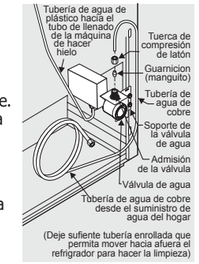

figura 1
4. **Si usa tubería de cobre** - deslice la tuerca de compresión de latón, luego la férula (manguito) en la línea de suministro de agua. Empuje la línea de suministro de agua en la entrada de la válvula de agua hasta el tope (¼ de pulgada / 6.4 mm). Deslice la férula (manguito) en la entrada de la válvula y apriete a mano la tuerca de compresión en la válvula. Aprieta otra media vuelta con una llave; NO apriete demasiado. Vea la figura 1.